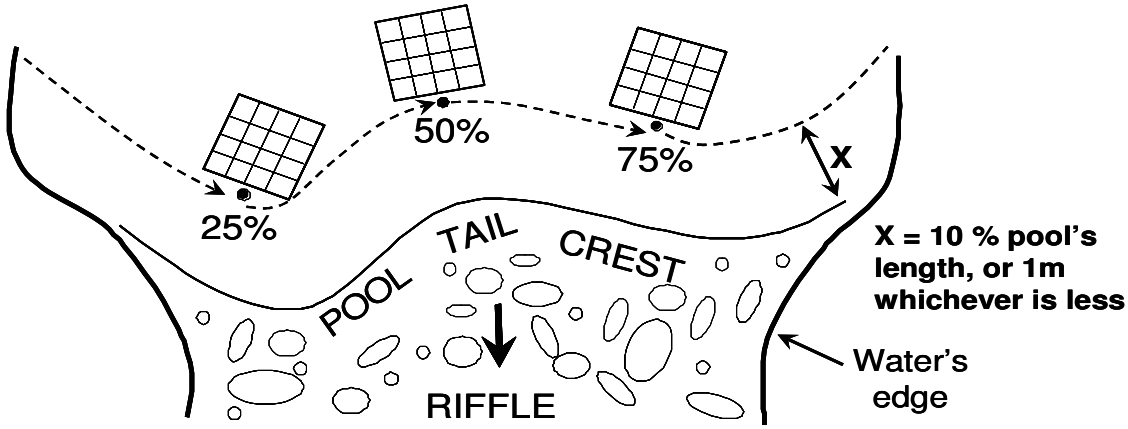

Figure 10. Location and orientation of pool tail fines grids relative to the pool tail crest
a. Place the bottom edge of the grid upstream from the pool tail crest a distance equal to 10% of the pool's length or one meter, whichever is less (Figure 10).